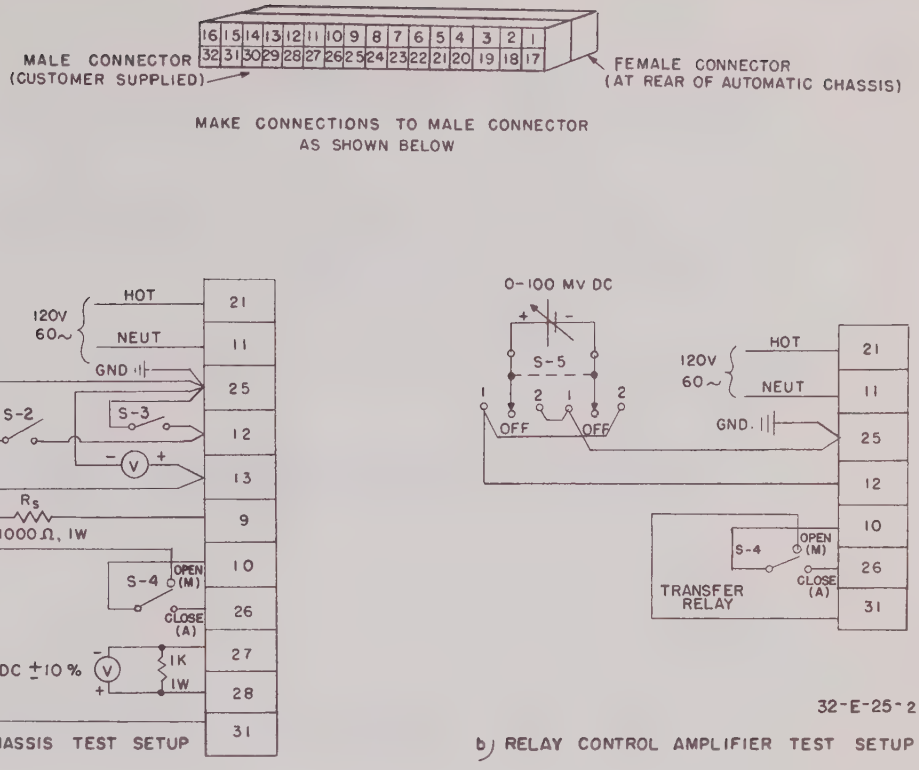

Figure 1. ELECTR-O-LINE Controller, Automatic Chassis Test Setup
**a. Automatic Chassis.** Loosen the two captive screws in the automatic chassis panel and remove the automatic chassis from the controller case. Procure a 32-terminal male connector that matches the female connector at the rear of the automatic chassis; wire the male connector as shown in figure 1, a, and plug it into the female connector. With a-c power off, all SPST test switches open, with switch S4 open, and with switch S-1 at the No. 2 position, perform the following checks:
(1) Manual tracking circuit.
(a) With all SPST switches (figure 1, a) open and with switch S-1 at the No. 2 position, make the following initial settings:
(3) Reset rate
(a) Maintain the initial settings listed in paragraph 3. a., (2), with all SPST test switches (figure 1, a) open and with switch S-1 at the No. 2 position.
(a) With all SPST test switches (figure 1, a) open and with switch S-1 at the No. 2 position, place the range change tab in the 5 to 500% P.B., 0 to 100 repeats per minute position (x10 on summing junction capacitors).